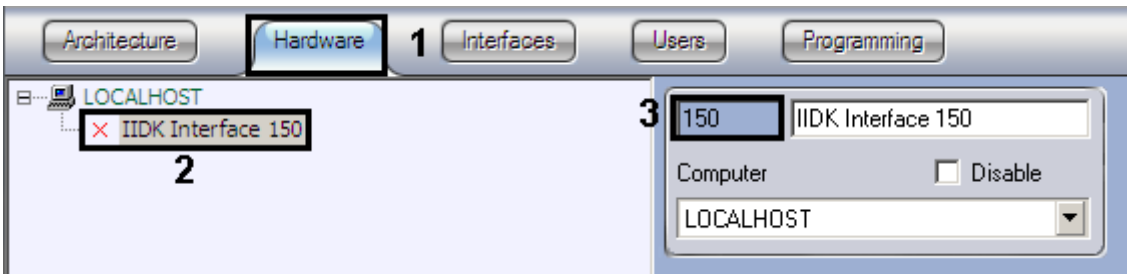

Fig. 4.1—1 IIDK Interface
1. Go to the **Hardware** tab (Fig. 4.1—1, 1).
2. Create the **IIDK Interface** object based on the **Computer** object (see Fig. 4.1—1, 2). Set the ID number of the **IIDK Interface** object (see Fig. 4.1—1, 3).